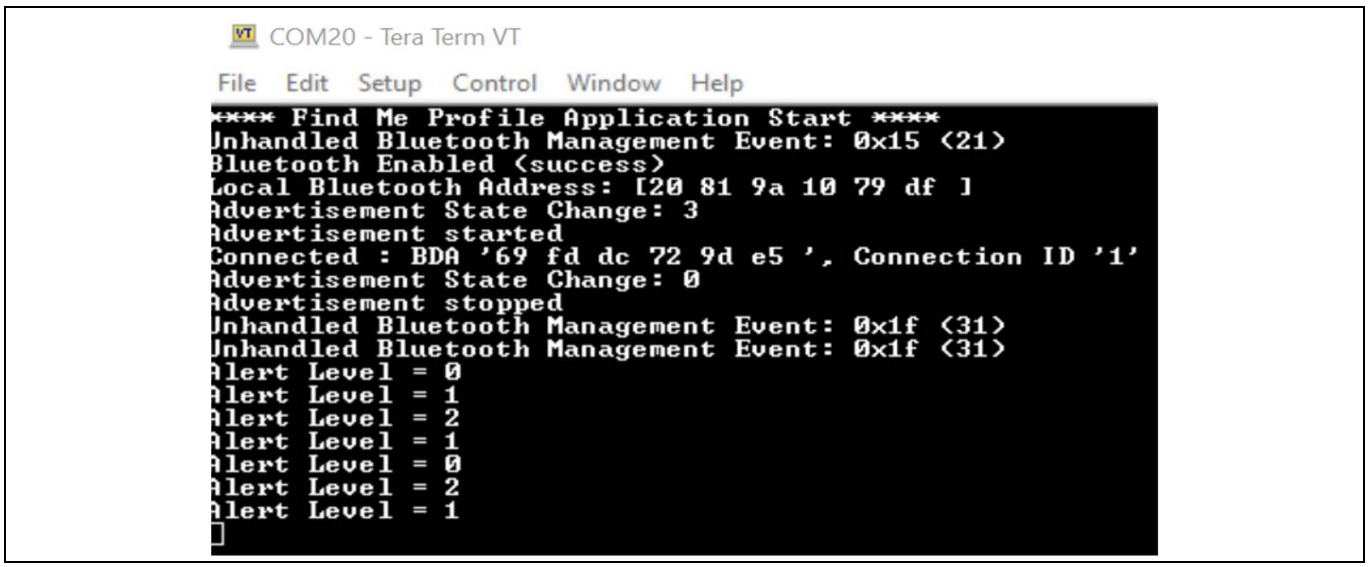

Figure 36　WICED PUART シリアルポートのログメッセージ
5. **Figure 36** に示すように、PUART シリアルポートを使用して、ターミナルウィンドウに Bluetooth®スタックとアプリケーショントレースメッセージを表示してください。